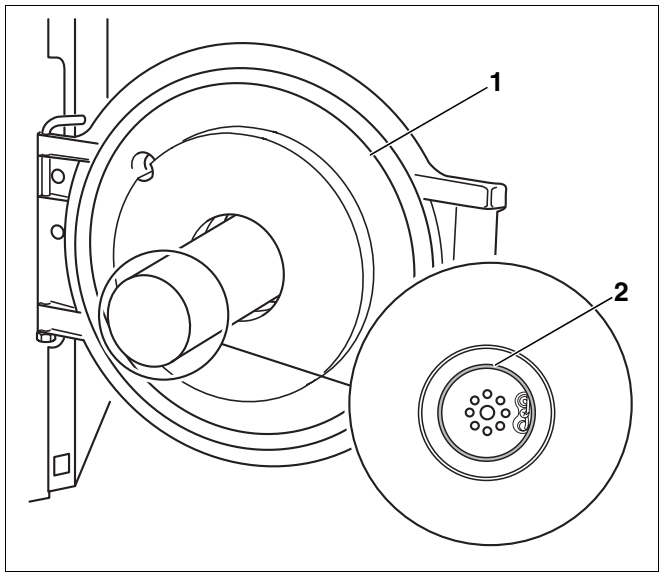

Rys. 42 Kontrola poprawnego osadzenia uszczelki
- Przy otwartych drzwiczkach kotła (rys. 42, **poz. 1**) sprawdzić prawidłowość osadzenia uszczelki (rys. 42, **poz. 2**).
- Zamknąć drzwiczki kotła (rys. 42, **poz. 1**) i dokręcić dobrze śruby mocujące drzwiczek (ok. 10 Nm).